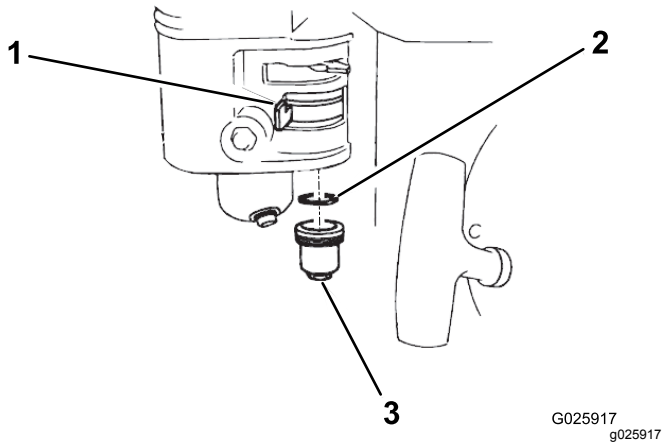

Figur 33
2. Flyt brændstofafbryderventilen til positionen OFF (fra) (Figur 33).
3. Fjern bundfældningsskålen og O-ringen (Figur 33).
6. Anbring O-ringen i brændstofafbryderventilen, og monter bundfældningsskålen (Figur 33). Spænd bundfældningsskålen sikkert fast.